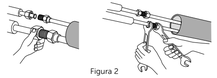

Figura 2
4. Fixe os tubos (tubo de líquido e de gás) aos tubos da unidade interna utilizando as chaves corretas (Figura 2). Verifique especificações dos torques conforme tabela 3.7.